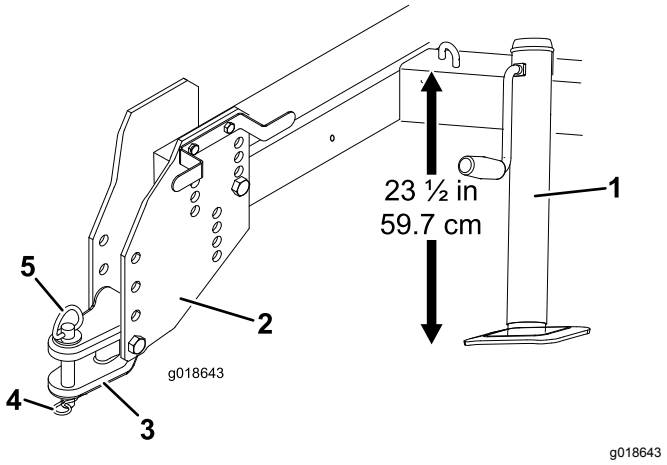

Figur 3
3. Juster donkraften, så afstanden fra toppen af stellet til jorden er 59,7 cm (Figur 3).
- Fjern de bolte og låsemøtrikker, der fastgør bugsertrækkets krog til trækpladerne (Figur 3).
6. Fastgør bugsertrækkets krog til traktionsenhedens bugsertræk med koblingstappen og ringstiften (Figur 3).